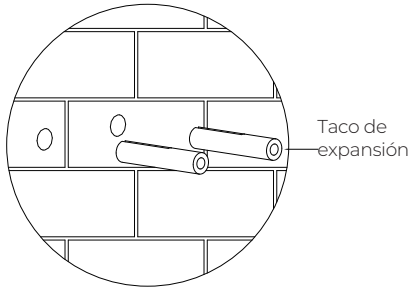

Figura 6.6.3
Paso 2: Martille el taco de expansión hasta que quede a ras de la pared. Consulte la Figura 6-6-3.